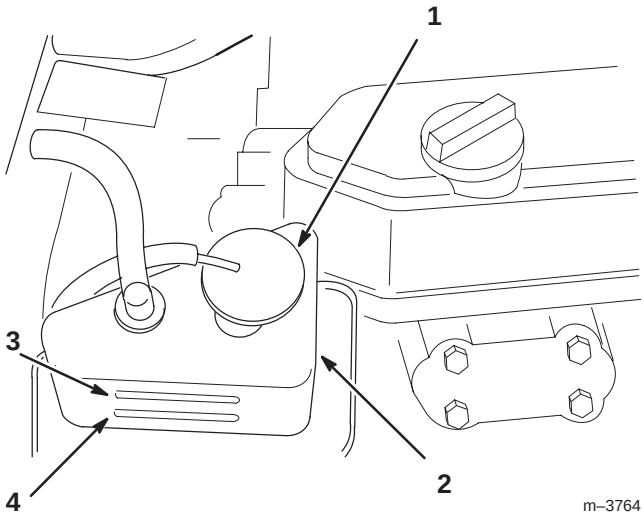

Bild 8
3. Kontrollieren Sie den Kühlmittelstand. Das Kühlmittel muss sich bei einem kalten Motor zwischen den beiden Linien am Ausdehnungsgefäß befinden (Bild 8).